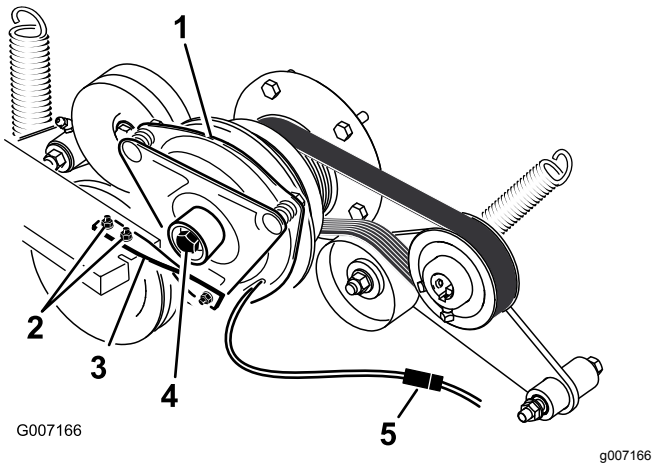

Figur 82
6. Koppla ur kopplingens elektriska kontakt (Figur 82).
7. Lossa de två skruvarna som fäster gummikopplingsremmen på klipparramen (Figur 82).
8. Lossa centrumbulten som fäster kopplingen vid motoraxeln och ta bort kopplingen och nyckeln (Figur 82).
15. Håll i vevaxeln på maskinens baksida, fäst centrumbulten och dra åt den till 68 Nm (Figur 82).
16. Montera gummikopplingsremmen på klipparens ram med de två bultar och muttrar som du tog bort tidigare (Figur 82).
18. Koppla in kopplingens elektriska kontakt (Figur 82).